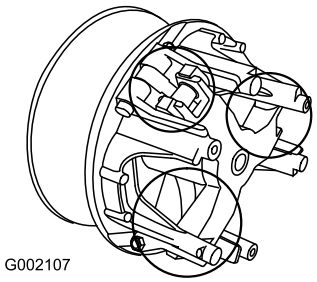

Figuur 47
5. Smeer de bewegende onderdelen in de zones die zijn omcirkeld in Figuur 47. Gebruik hiervoor een droge smeerspray van Toro, die verkrijgbaar is bij een erkende Toro-dealer of -distributeur.